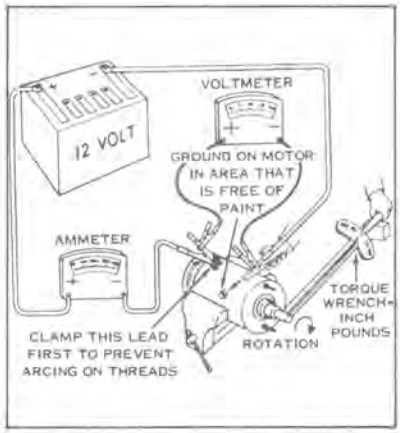

Figure 7-38
a. Connect a voltmeter between the starter terminal (+) and motor frame (-). Using a torque wrench to stall motor armature (see Figure 7-38), connect starter motor through an ammeter to a 12-volt battery.